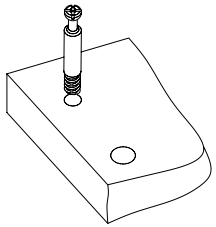

Рис.2
2. Вкрутить шпильки минификсов в соответствующие плоскостные отверстия боковин 3, 4, фасадной планки 10 (Рис. 2).
(Рис.2)